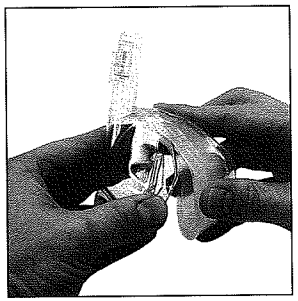
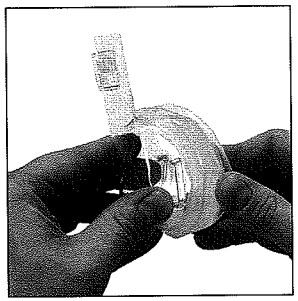

Figura 9
Figura 10
- Riposizionare il cuscinetto (1) sul corpo della maschera (2) allineando inizialmente il segnale di riferimento, posto sulla parte superiore del cuscinetto con la freccia di allineamento sul corpo della maschera **Figura 8.** Premere l'area superiore del cuscinetto sul corpo della maschera **Figura 9.** Continuare premendo il cuscinetto al corpo della maschera lungo i lati e la parte inferiore fino a che non si ottiene la completa adesione **Figura 10.** Se necessario regolare la posizione del cuscinetto per eliminarne eventuali pieghe.